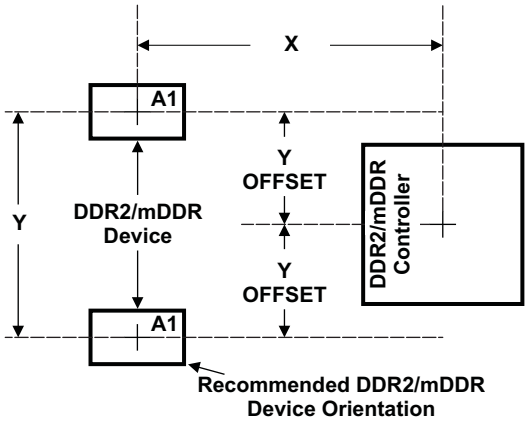

Figure 6-20. OMAP-L138 and DDR2/mDDR Device Placement
Figure 6-19 shows the required placement for the device as well as the DDR2/mDDR devices. The dimensions for Figure 6-20 are defined in Table 6-30. The placement does not restrict the side of the PCB that the devices are mounted on. The ultimate purpose of the placement is to limit the maximum trace lengths and allow for proper routing space. For single-memory DDR2/mDDR systems, the second DDR2/mDDR device is omitted from the placement.
(1) See Figure 6-20 for dimension definitions.
(2) Measurements from center of device to center of DDR2/mDDR device.
(3) For single memory systems it is recommended that Y Offset be as small as possible.
(4) Non-DDR2/mDDR signals allowed within DDR2/mDDR keepout region provided they are separated from DDR2/mDDR routing layers by a ground plane.
(5) w = PCB trace width as defined in Table 6-29.